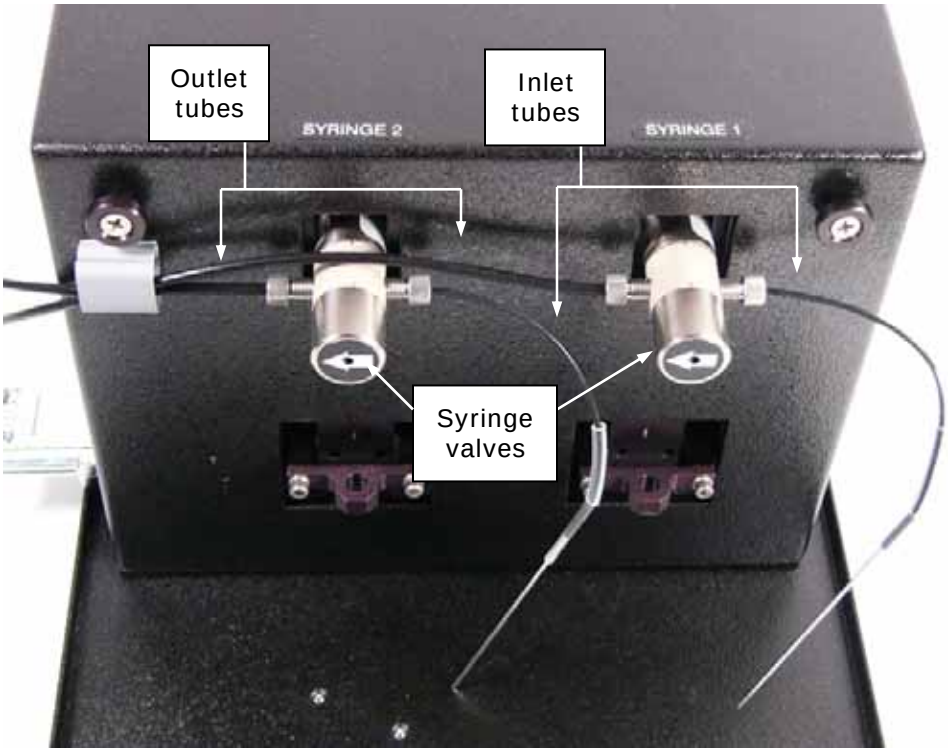

Figure 12: Initial setup of the dispense module
6. Identify the two circular **syringe valves** on the dispense module. Each is labeled with a left-pointing arrow. See ***Figure 12*** on the next page.